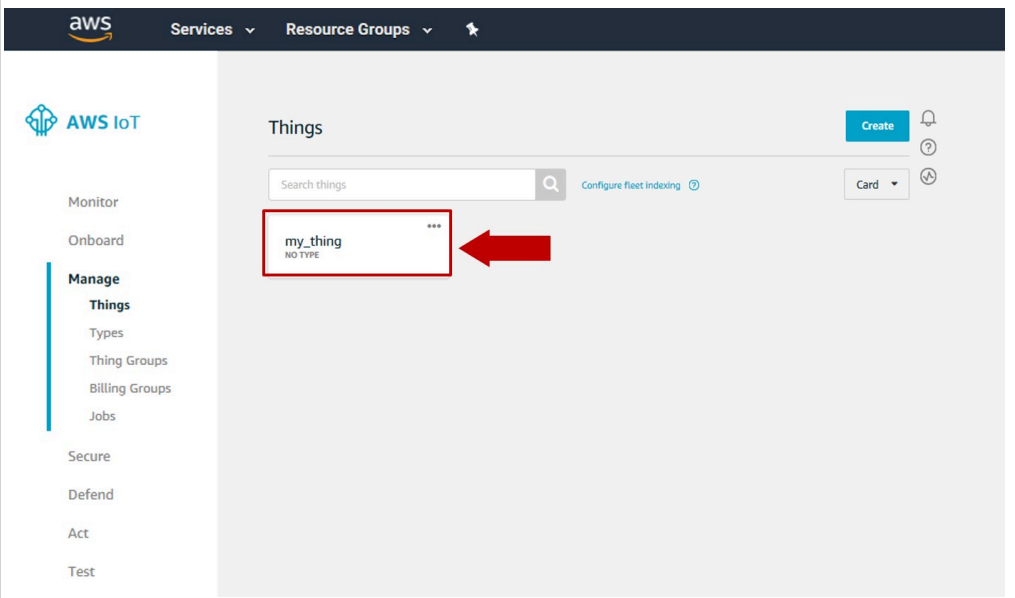

Figure 84. Go to your AWS IoT Thing
1. From the AWS IoT Core dashboard, go to *Manage*, then go to *Things* and click on your AWS IoT Thing as shown in Figure 84: